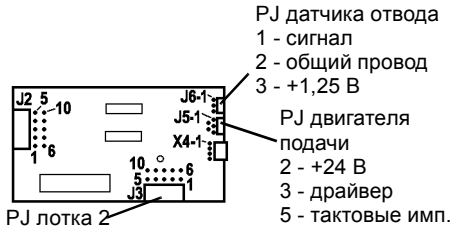

Рисунок 6 PWB управления лотка 1
- Измерьте напряжение на контакте J6-1 PWB управления лотка 1 (Рисунок 6), активируя и деактивируя датчик отвода от лотка 1.
Измерьте напряжение на контакте J6-3 PWB управления лотка 1 (Рисунок 6). **Напряжение равно +5 В.**